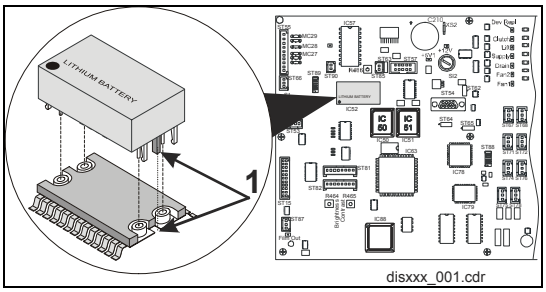

Figure 3: Replacing the battery
(3) Pull the battery straight up to remove it, see Figure 3: Replacing the battery.
(4) Insert the new battery in the correct position according to socket notch (1). Do not distort the battery when pressing it down!